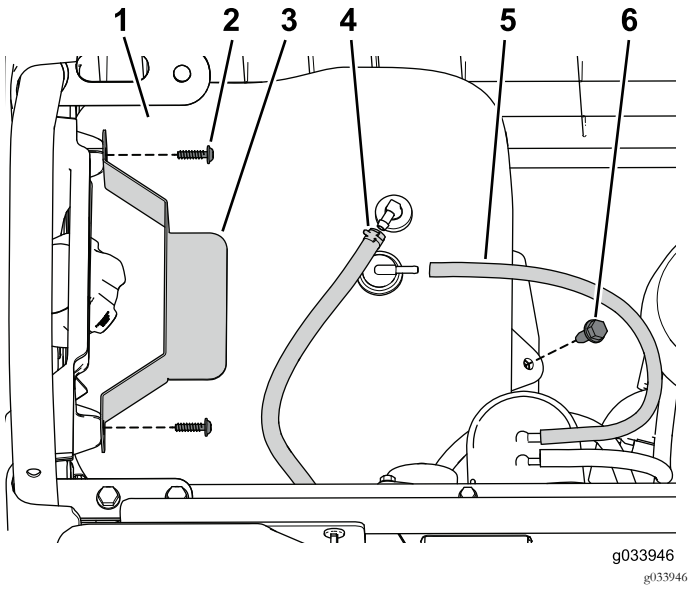

Figura 49
1. Posizionate il serbatoio del carburante sul vassoio del serbatoio (Figura 49).
2. Collegate il tubo di sfiato e la tubazione del carburante al serbatoio (Figura 49).
3. Utilizzate le viti rimosse in precedenza per fissare il dispositivo di tenuta (Figura 49).